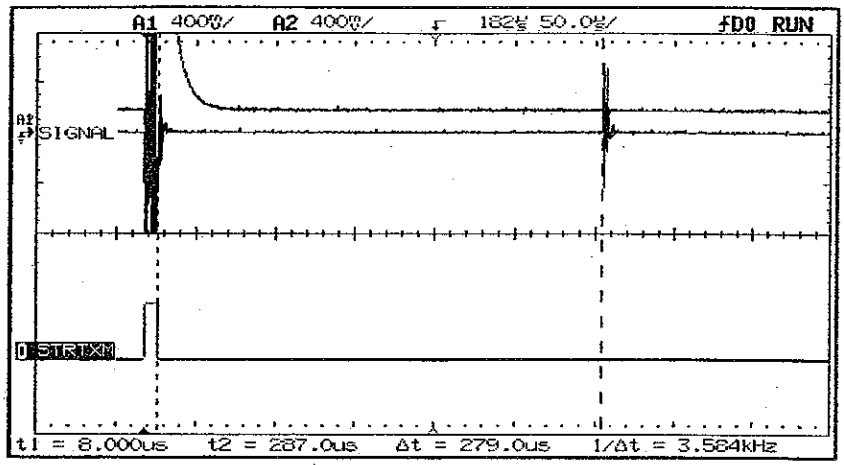

Figure 72
14. Verify that there is an echo (>180mV) pulse ≈279µs past the falling edge of STRTXM (see Figure 72).